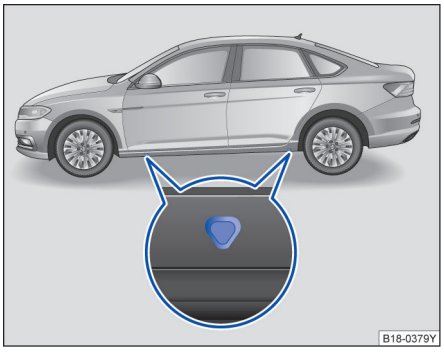
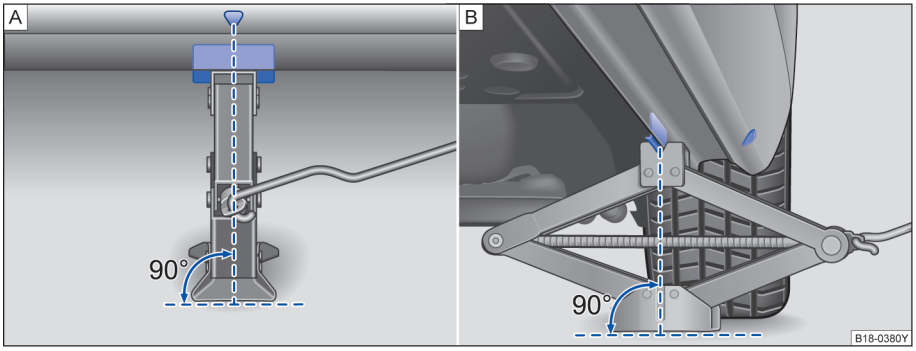

图 166 汽车底板：千斤顶的支撑点
图 167 将千斤顶放在汽车左后侧
汽车千斤顶只允许放置在图示支撑点（车身上的标记）处⇒图 166 或 ⇒图 167。在每个车轮旁都有相应的支撑点 ⇒⚠。
5. 在车身底部下方找到靠近更换的车轮侧的千斤顶支撑点⇒图 166。